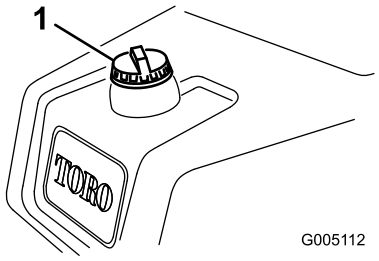

Figur 20
1. Rengør området omkring brændstofdækslet, og afmonter det (Figur 20).